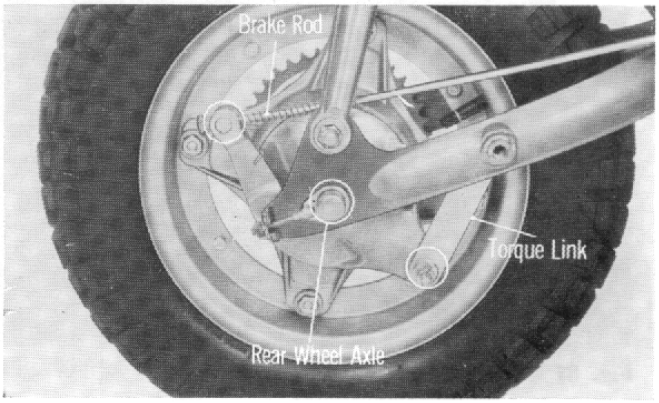

Fig. 84
(1) The disassembly of the rear wheel can be performed without removing the muffler.
(2) Disconnect the drive chain.
(3) Remove the brake adjusting nut and separate the brake rod from the rear brake arm.
(4) Separate the rear brake torque link from the brake panel.
(5) Remove the rear wheel axle by removing the axle nut and then rear wheel may be removed with the driven sprocket combined. (Fig. 84)